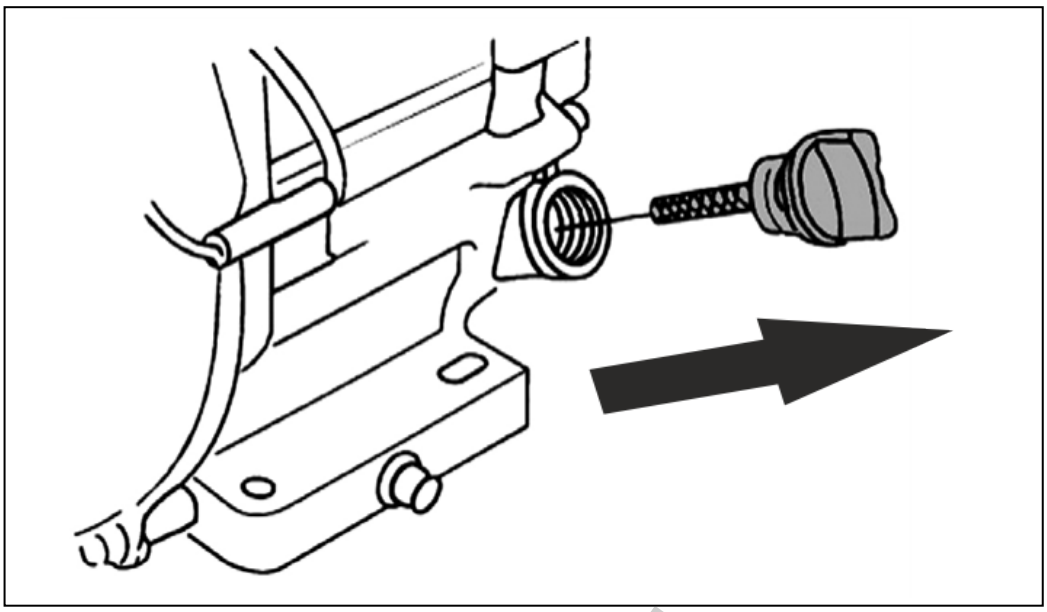

Рис. 6. Крышка-щуп маслозаливной горловины.
2. Открутите крышку-щуп маслозаливной горловины и извлеките щуп, как показано на Рис. 6.